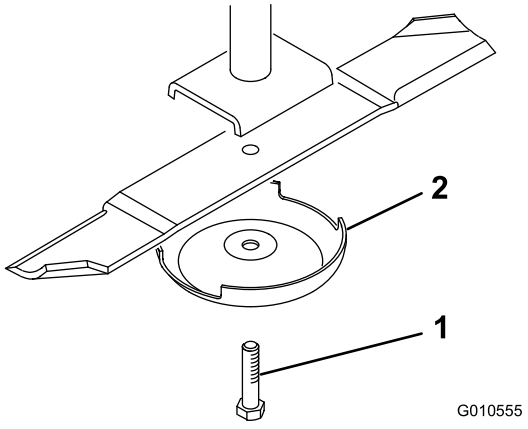

Figure 6
1. Tenez la lame par son extrémité avec un chiffon ou un gant épais. Enlevez le boulon, la coupelle de protection et la lame de l'axe de pivot (Figure 6).